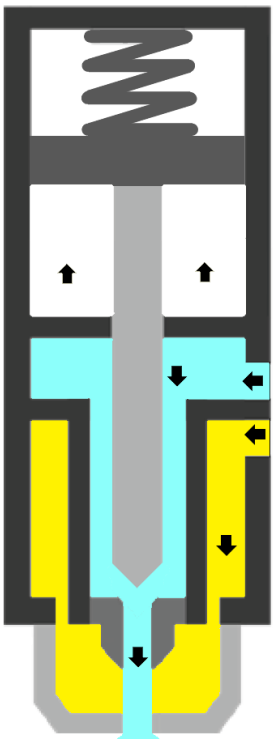

Abbildung 04 – Dosierphase
- Die Nadel öffnet sich und zerstäubte Flüssigkeit beginnt auszutreten (Abbildung 04);